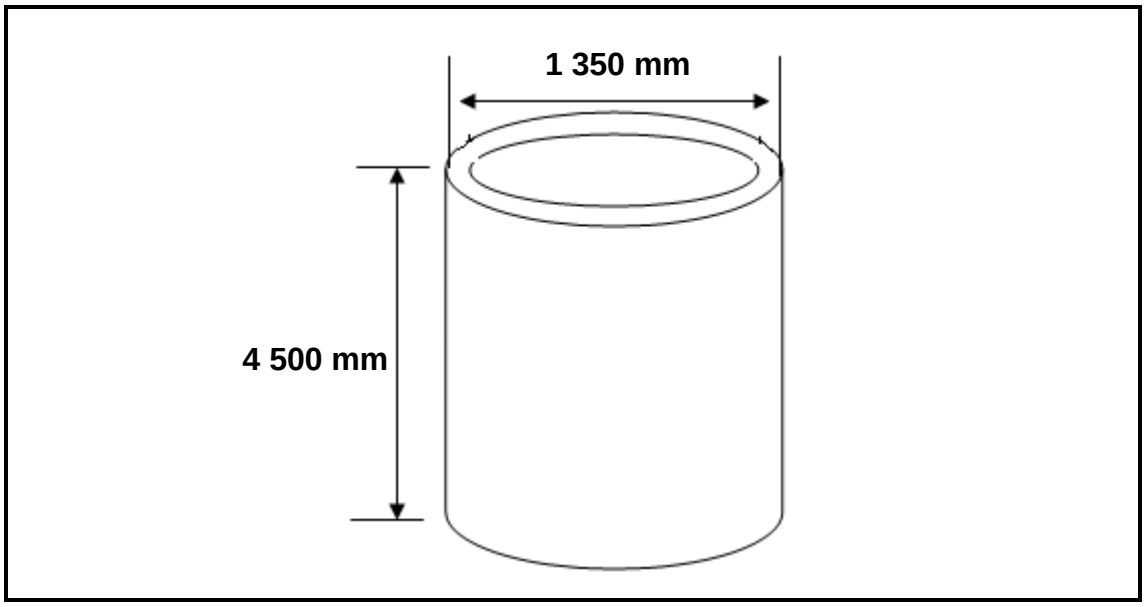

FIGUUR 2
4.1 FIGUUR 2 toon 'n staaltenk wat met 'n 10 mm-plaat vervaardig moet word. ’n Versterkring moet ook met ’n 20 × 80 mm- plat staaf vervaardig word.